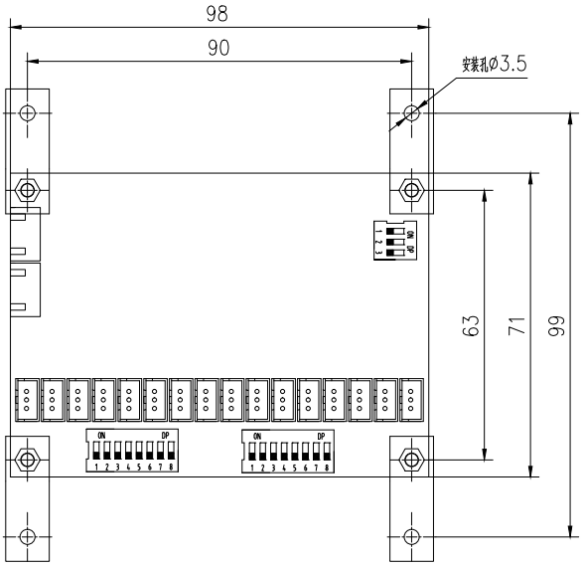

图 5 PI4A0 选层器外形尺寸图
3. 如 PI2A0/PI2A1/PI2A2/PI2A3/ PI2A4/PI2A5/PI2A6 主控器本身附带选层器（可控制 16 个楼层）控制楼层数量不足时，可外接 PI4A0 或 PI4A2 选层器，PI4A0 或 PI4A2 选层器可控制 16 个楼层，外形尺寸如图 5、6（单位：mm），安装方式采用安装片安装，外接选层器与主控器使用专用电缆连接。